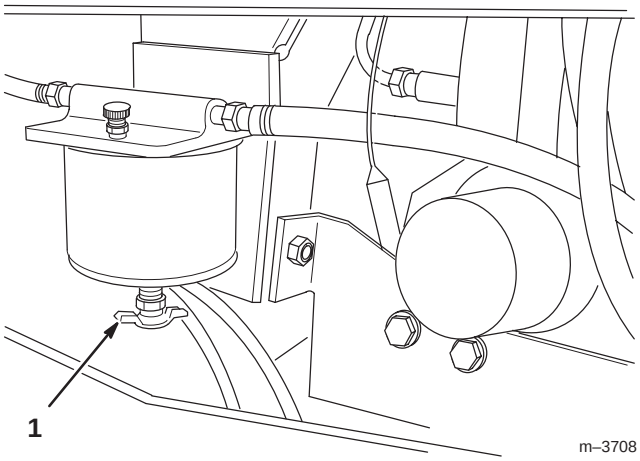

Bild 4
4. Öffnen Sie den Ablasshahn am Kraftstoff-filter/Wasserabscheider und lassen ange-sammeltes Wasser ablaufen (Bild 4).